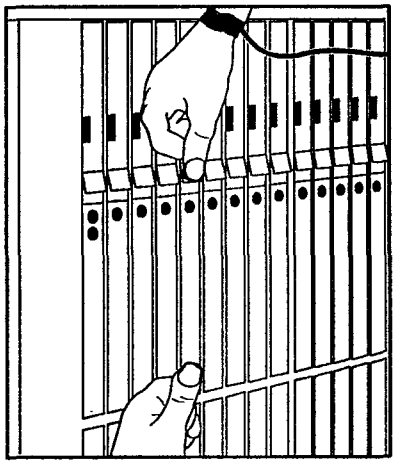

Figure 3-5. Installing Circuit Packs—Step 7
7. Make one final check that the circuit pack is securely seated by simultaneously pressing the upper and lower halves of the circuit pack; see Figure 3-5.